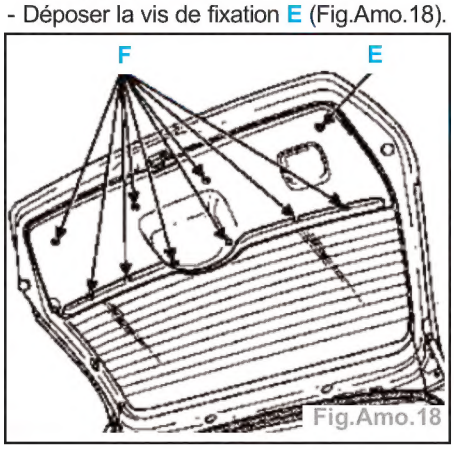

Fig.Amo.18
- Déposer la vis de fixation **E** (Fig.Amo.18).